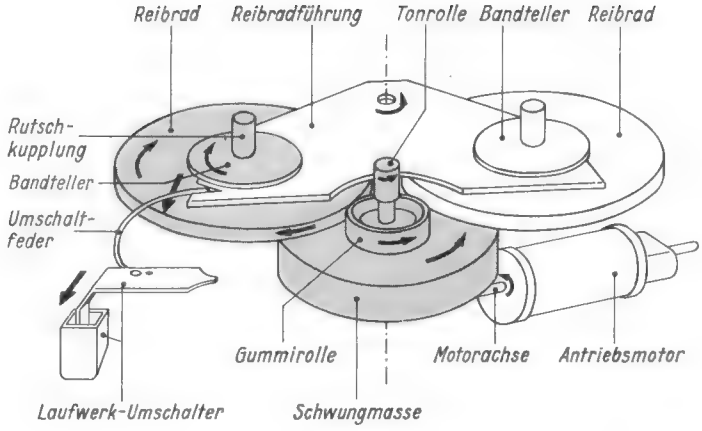

Bild 7b. Antrieb des Bandtransportes bei Spur II
4. *Antrieb des Bandtransportes bei Spur II (Bild 7b).* Durch elektrische Umschaltung ändert sich die Drehrichtung des Antriebsmotors. Tonrolle und Schwungrad laufen nun in umgekehrter Richtung. Die Reibradführung wird von der Umschaltfeder nach rechts gedrückt. Das rechte Reibrad ist vom oberen Gummiring der Schwungmasse abgehoben, das linke Reibrad wird jetzt durch Friktion von der Schwungmasse angetrieben und überträgt seine Drehbewegung über eine Rutschkupplung auf den Bandspulenteller.